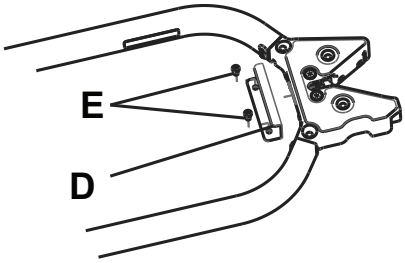

Figur 16 – Bunnplate
1. Bruk en M6 unbrakonøkkel og installer den medfølgende bunnplaten (610000010015) (D) og to M6 Allen-bolter (E) (ikke inkludert) rett bak bårens festelås (Figur 16).